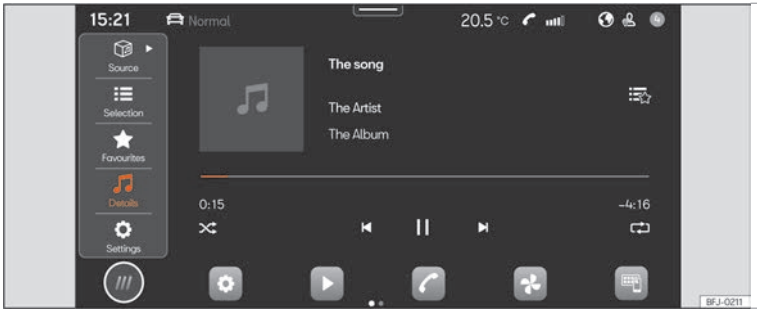

Fig. 151 Schematic representation: Multimedia view
- Press **HOME** > ▶ ››› Fig. 151.